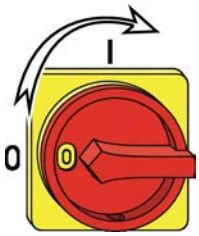

Fig. 18: Comment tourner l'isolant principal
1. Régler l'isolant principal de la centrale de traitement de l'air (Voir la Fig. 18) sur "I".